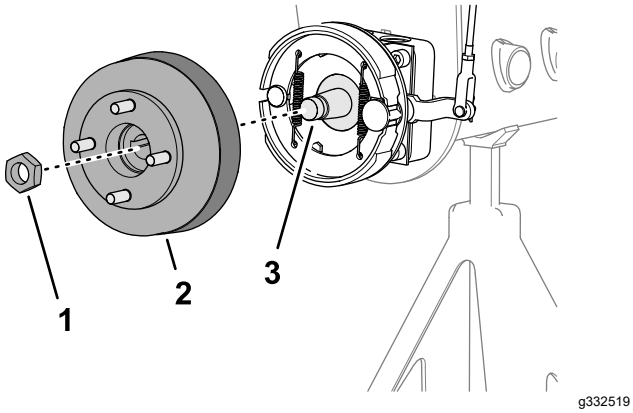
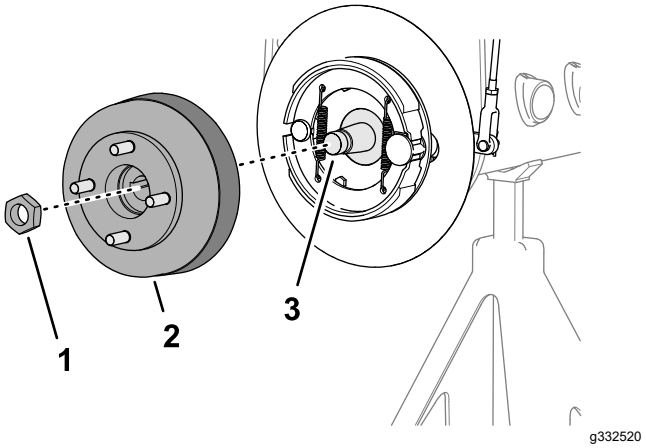

**Figur 77**
**Figur 78**
1. Ta bort låsmuttern som fäster navet på hjulmotoraxeln (Figur 77 eller Figur 78).
4. Använd den angivna hjulnavsavdragaren för att ta bort hjulnavet och bromstrumman från hjulmotoraxeln (Figur 77 eller Figur 78).